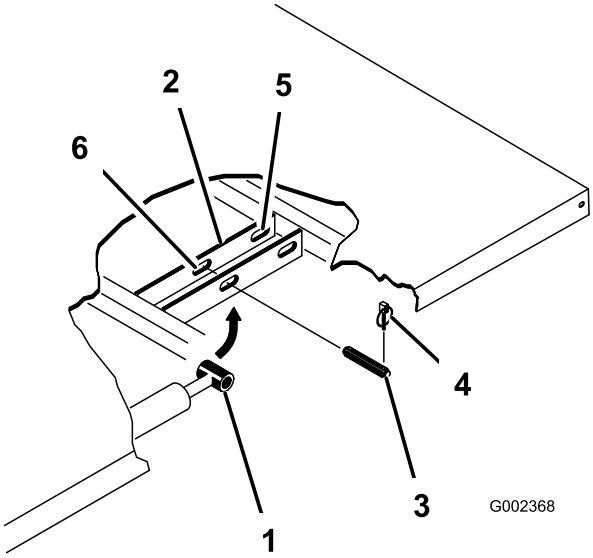

Figur 33
3. Tag ringstifterne af de yderste ender af cylinderstangens gaffelbolte (Figur 33).
4. Afmonter de gaffelbolte, der fastgør cylinderstangens ender til ladmonteringspladerne, ved at skubbe boltene indad (Figur 33).
5. Afmonter de ringstifter og gaffelbolte, der fastholder aksebeslagene på stelkanalerne (Figur 33)